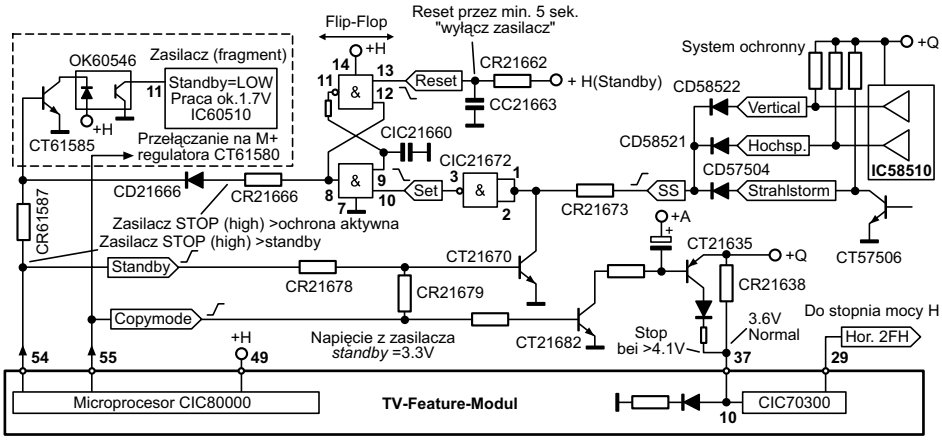

Rys.9. Schemat ilustrujący działanie zabezpieczeń.
Rysunek 9 ułatwi zrozumienie pryncypiów, jakie rządzą zastosowanym zabezpieczeniem. Szersze potraktowanie działania zespołu zabezpieczeń wymaga oczywiście odrębnego opisu i wykracza poza temat niniejszego artykułu.
2. Jeżeli do czynienia mamy z zadziałaniem podstawowego zestawu zabezpieczeń („droga" SS – rys.9), o którym wspomniano wyżej, to oczywiste jest, że wprowadzono pewne opóźnienie (CR21662 i CC21663 – rys.9) w możliwości ponownego załączenia. Konieczne jest to do „ustabilizowania" się przerzutnika *flip-flop* (CIC21660) i czas ten określono na około 5 sekund.